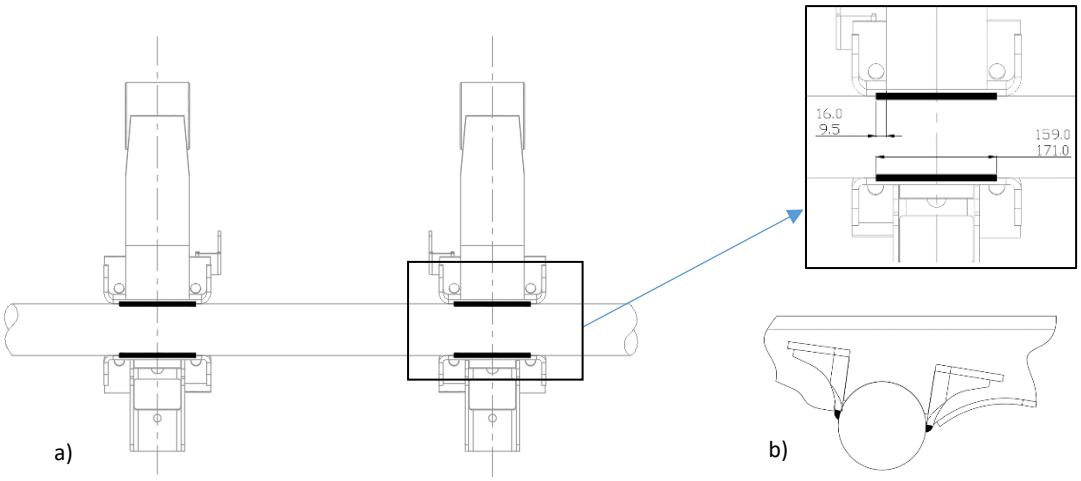

*Figura 7. Soldadura brazo a eje**. a)** Vista inferior, **b)** Vista lateral (Acot.: mm)*
9.1. Retirar las abrazaderas y completar el cordón de soldadura como se muestra en la Figura 7 (ver características de la soldadura en punto 9.2).